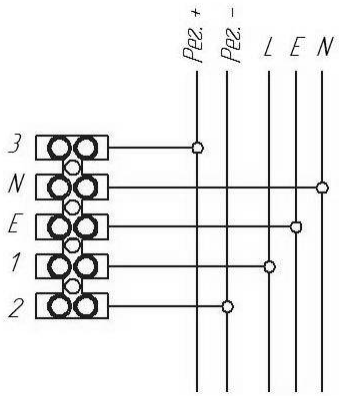

Рисунок 4 - Схема подключения светильника с управлением к сети
6.5 Подключения светильника с функцией управления производить согласно схеме (см. рисунок 4), провода управления подключаются строго с соблюдением полярности, указанной в маркировке.